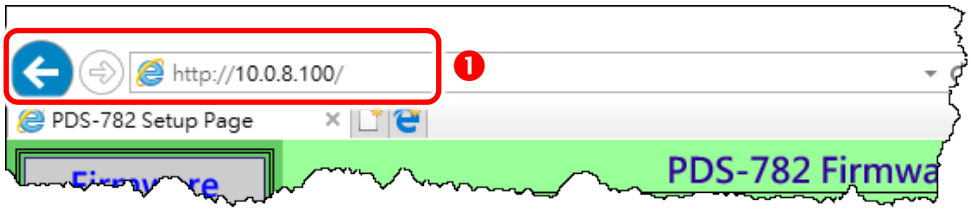

Figure 6.1-1
1. Enter the URL address of the PDS series in the address bar of the browser to log in to the web configuration pages. (refer to Figure 6.1-1)